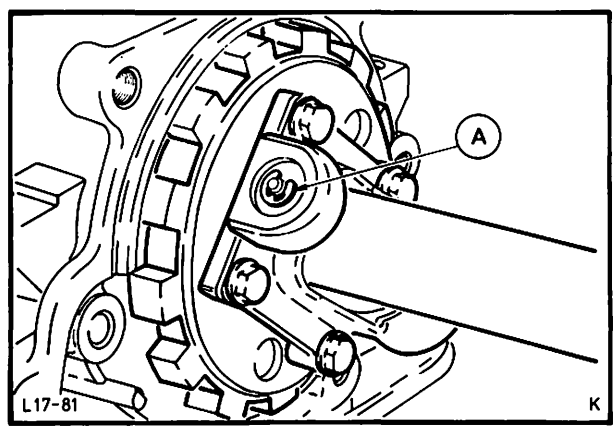

Abb. 116 Regler montiert (Ausführung bis Herbst '77)
Sicherungsclip von der Reglerstange entfernen. Reglerstange und Reglerventil herausziehen. Anschließend Regler von der Reglernabe trennen (4 Schrauben). Abb. 116.
6. Reglerstange mit Reglerventil montieren und mit einem **neuen** Sicherungsclip sichern. Abb. 116.